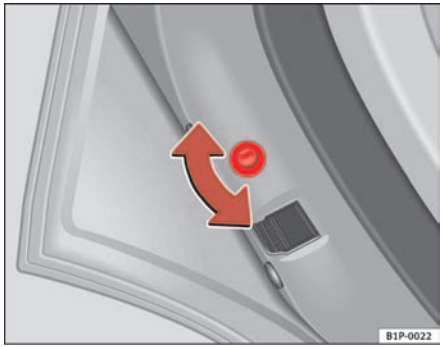
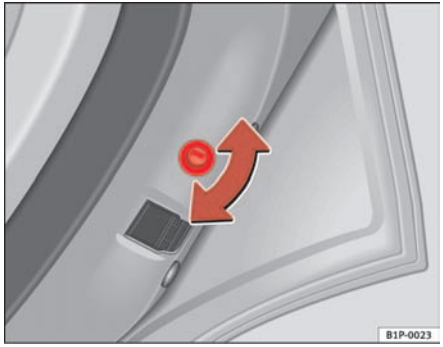

Fig. 61 Child safety lock on the left hand side door
Fig. 62 Child safety lock on the right hand side door
– With the door open, rotate the groove in the door using the ignition key, clockwise for the left hand side doors, and anti-clockwise for the right hand side doors ⇒ fig. 61, ⇒ fig. 62.
– With the door open, rotate the groove in the door using the ignition key clockwise for the right hand side doors and anti-clockwise for the left hand side doors ⇒ fig. 61, ⇒ fig. 62.